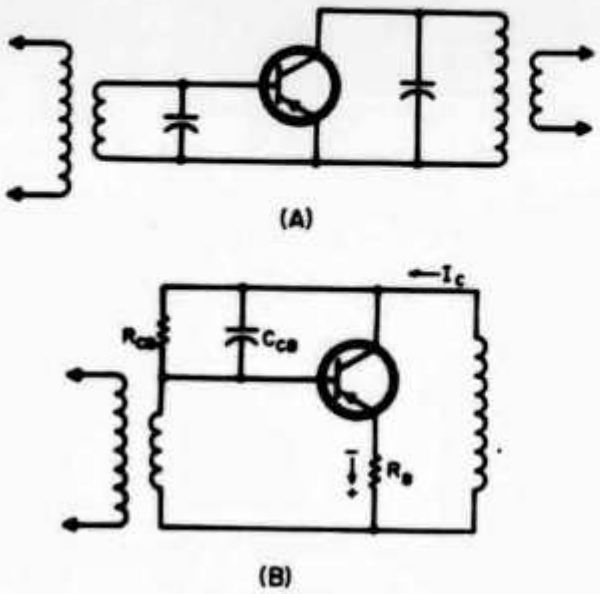
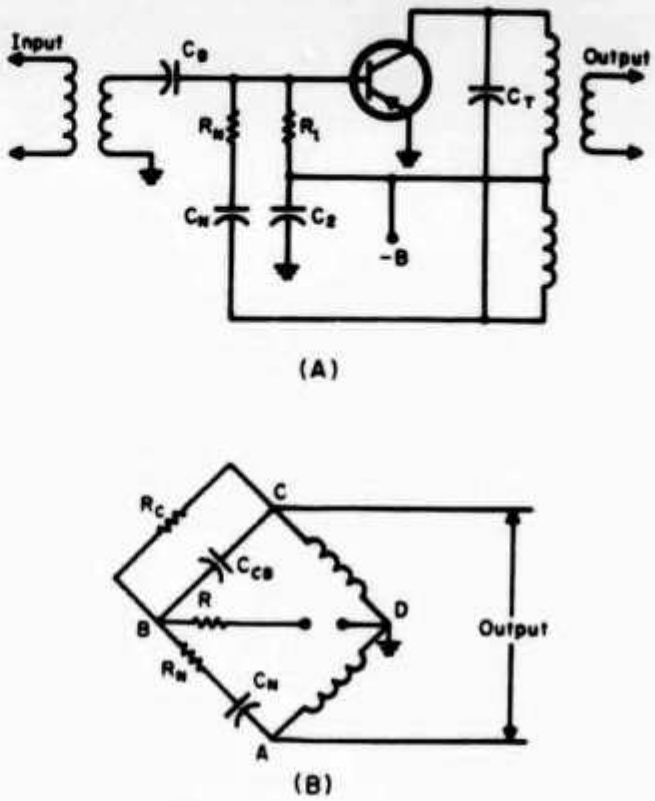

Fig. 9(A)—Simplified common emitter amplifier. (B) Common emitter equivalent high frequency circuit showing the elements that produce feedback.
Fig. 11—(A) Bridge unilateralization and its equivalent circuit shown in (B).
is too small to be of consequence. The equivalent feedback circuit of the common emitter circuit of fig. 9(A) is shown in fig. 9(B).
The use of bridge neutralization for transmitter amplifiers is well known, and has been applied without difficulty to transistor amplifiers. The equivalent resistance and capacitance of the feedback circuits have already been shown in fig. 9. If these elements are made part of a bridge circuit, and other circuit elements are used as the other arms of the bridge, the entire circuit becomes balanced (as far as the feedback voltages are concerned) and the result is unilateralization. A typical amplifier using such a bridge circuit is shown in fig. 11(A). The components that make up the bridge circuit are shown in fig. 11(B).